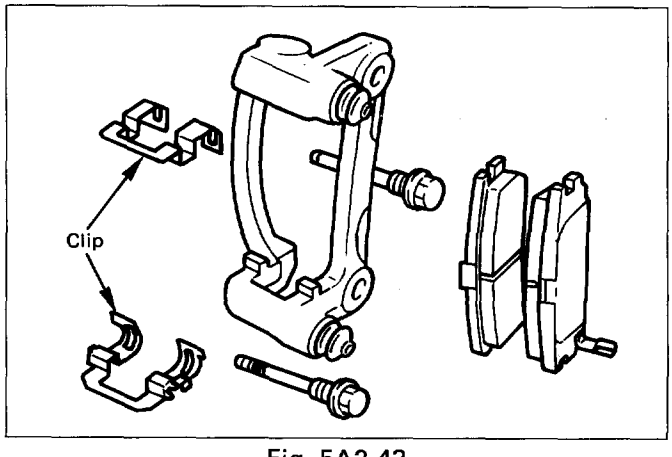

Fig. 5A2-43
8. **Clip (Fig. 5A2-43)**
7. **Pad assembly with shim (Fig. 5A2-44)**